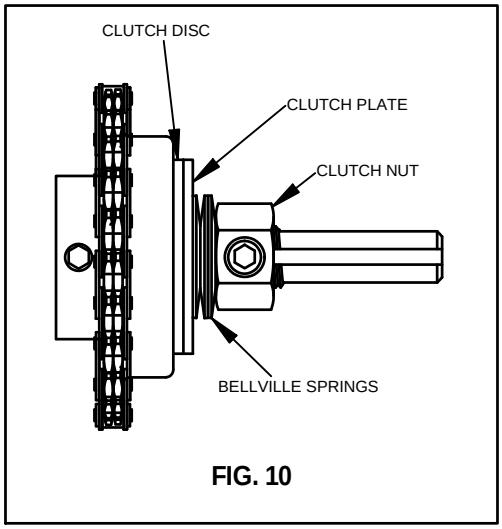

FIG. 10
To adjust clutch sensitivity, loosen setscrew on jamb nut and adjust finger tight. Tighten jamb nut approximately 1/8 turn and secure set screw to shaft. Continue this process until proper adjustment is achieved. Do not over tighten set screw nor completely flatten the belleville springs (See Fig. 10). If additional tension is required, add extra belleville springs to clutch assembly.
4. Adjust clutch as shown in Fig. 10, if necessary. Adjustment may be required after a short break-in period.